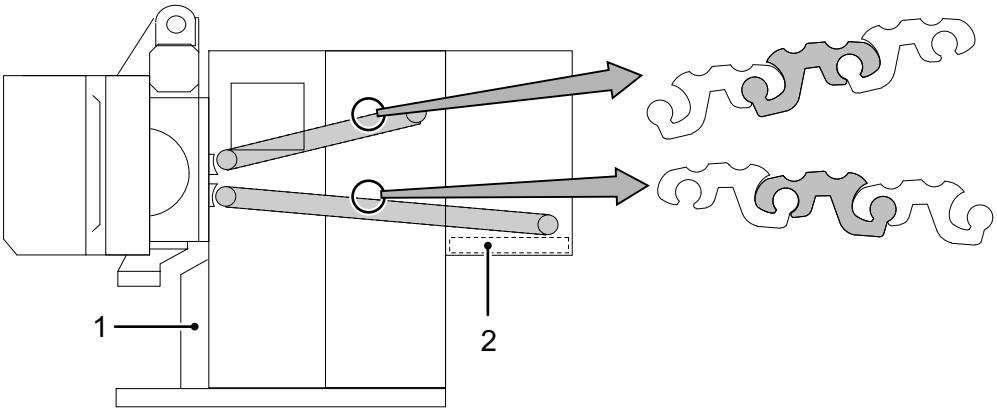

Fig. 20 1: Dust collection box 2: Drawer (0592_K100HWR.z.00060.00.svg)
2. Then strip down the conveyor chains into individual chain links *(Fig. 20)*.